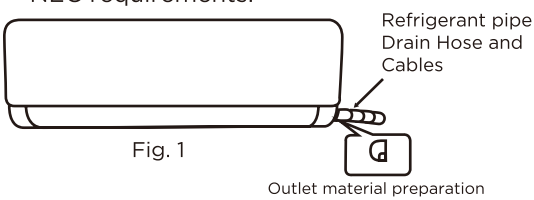
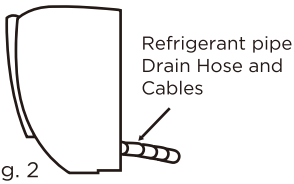

Fig. 1
Fig. 2
- Depending on the position of the unit, the piping may be routed sideway from the left or the right (Fig. 1), or vertically from the back (Fig. 2) (depending on the pipe length of the indoor unit). The indoor unit will draw it's power from the exterior unit. In the case of sideway routing, cut off the outlet cutting stock of the opposite side. All exterior wiring must be in LFNC-B or equivalent in accordance with NEC requirements.